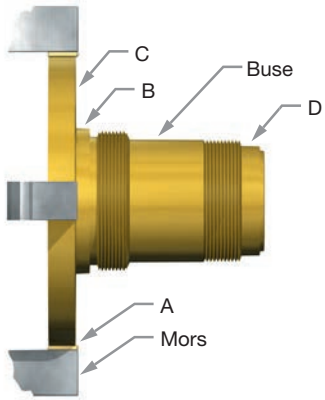

Figure 26 : Buse positionnée sur un mors
2. Placer le tour et la buse (2) comme suit :
- Fixer la buse sur un mandrin à quatre mors (ou une pince de serrage, le cas échéant), en utilisant une pièce de matériau souple tel que du cuivre ou de la fibre entre les mandrins et la buse (voir Figure 26).
- Égaliser la buse pour que les surfaces marquées B, C et D soient égalisées à 0,001” (0,025 mm) sur l'indicateur (Figure 26).